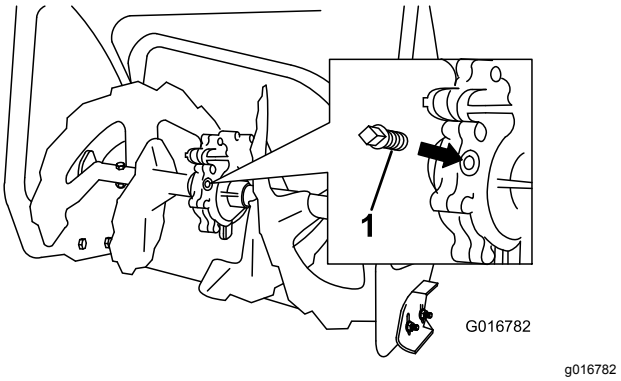

Rysunek 39
2. Wyczyść obszar wokół zatyczki (Rysunek 39).